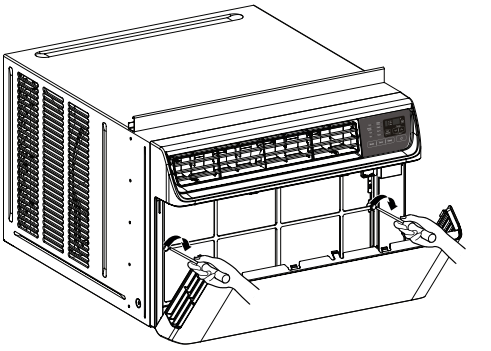

Figure 1
2. Remove the screw that fastens the front grille.(See Figure 1)